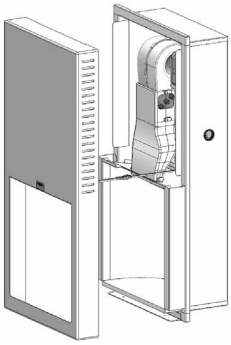

Abb. 2
3. Die Sensordrähte vom Trockner lösen, um die Trocknerabdeckung vom Gehäuse zu trennen. Zur Seite legen. (Siehe Abb. 2)